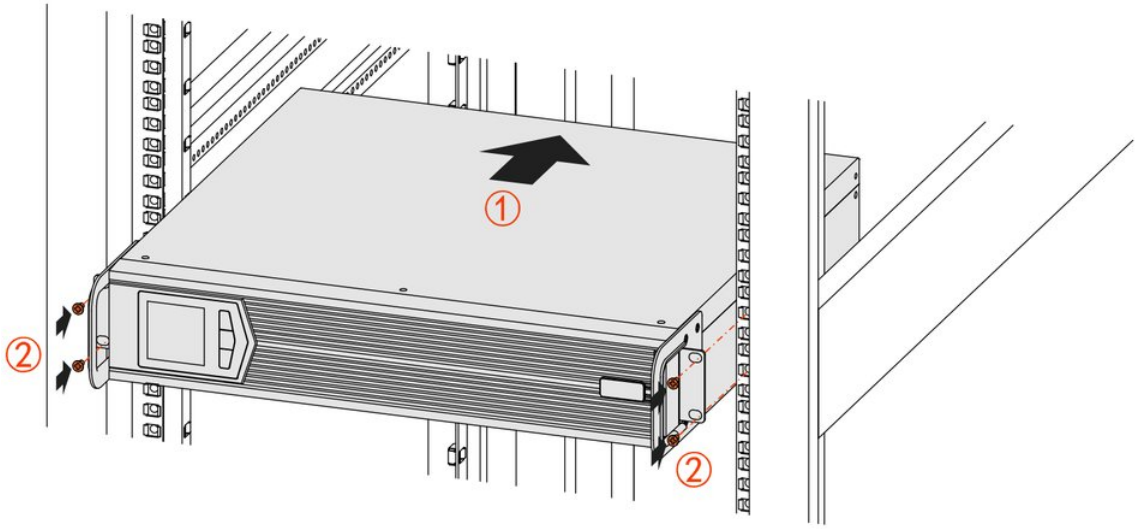

FIGURE 3-2 Fasten the UPS
2. Push the UPS into the cabinet and fix it with screws, as shown in Figure 3-2.